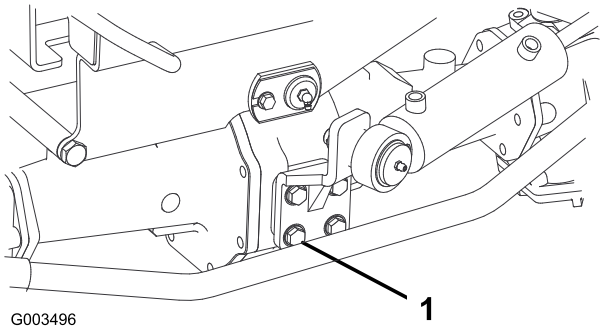

Figur 54
2. Kontrollera åtdragningen av styrcylinderns fästbultar (Figur 54). Dra åt till 65-81 Nm.